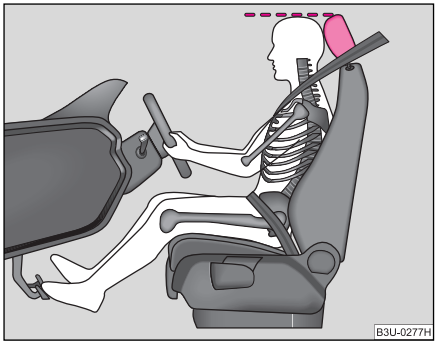

Fig. 99 Reglarea corectă a înălțimii tetierei
- Reglați tetierele astfel încât marginea superioară a tetierei să se afle la aceeaşi înălțime cu partea superioară a capului dvs. ⇒ fig. 99.
- Reglați tetierele astfel încât marginea superioară a tetierei să se afle la aceeaşi înălțime cu partea superioară a capului dvs. ⇒ pagina 119, fig. 99.